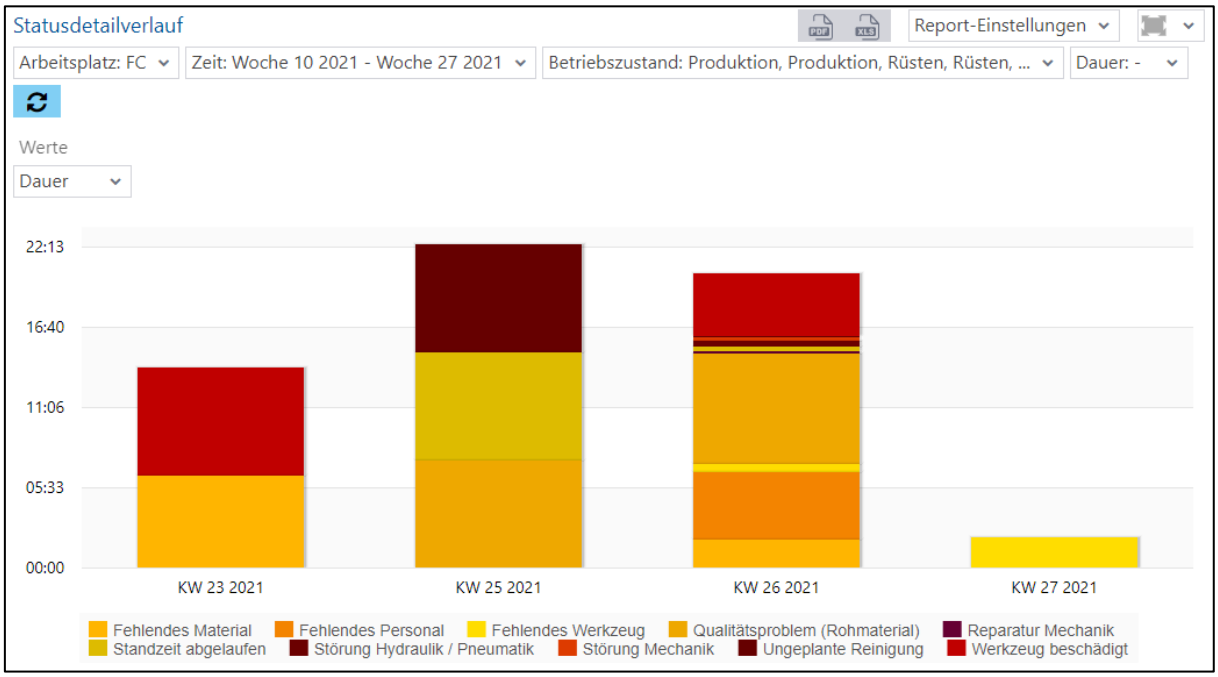

**Bild 165: Statusdetailverlauf als Säulendiagramm**
- Statusdetailverlauf als Säulendiagramm (Bild 165):